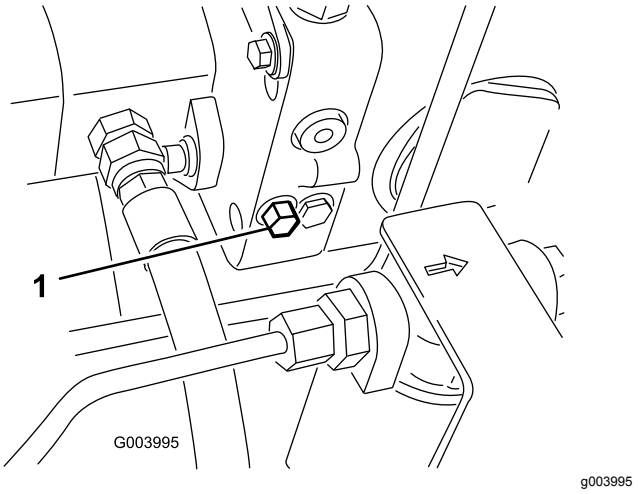

Figur 37
1. Drej omløbsventilens bolt 1½ omgang for at åbne den og lade olien løbe om internt (Figur 37).